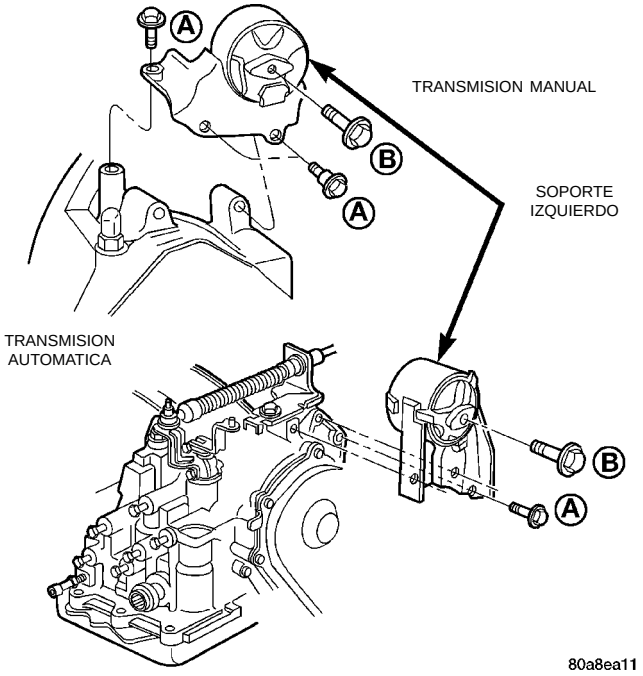

Fig. 15 Soporte del motor—Izquierdo
(1) Eleve el vehículo sobre un elevador y retire la rueda delantera izquierda.
(2) Retire el centro de distribución de tensión (PDC), en el modelo de transeje manual, del soporte de la bandeja de la batería y déjelo a un lado.
(3) Soporte la transmisión con un gato para transmisiones.
(4) Retire la tapa del orificio de acceso al perno pasante. Retire del soporte el perno pasante del aislador (Fig. 15).
(5) Retire los dispositivos de fijación del soporte de la transmisión y desmonte el soporte.
(6) Para efectuar la instalación, invierta el procedimiento de desmontaje. Ajuste los dispositivos de fijación en este orden (Fig. 15):